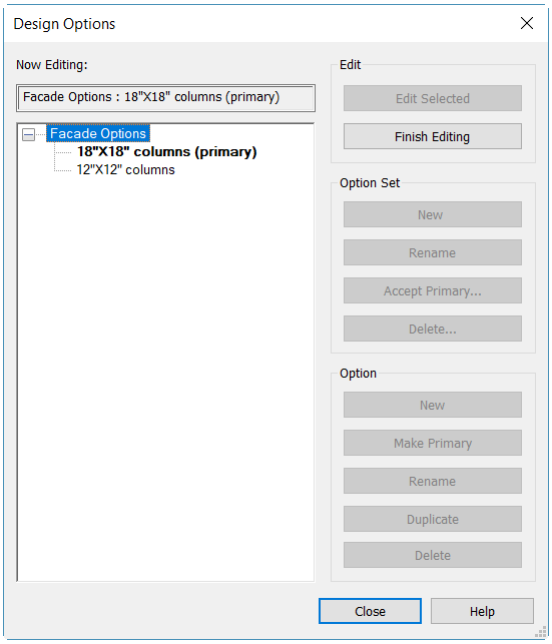

***Figure 16-70** The **Design Option** dialog box*
1. To start adding element to the design option, choose the **Design Options** tool from the **Design Options** panel of the **Manage** tab; the **Design Options** dialog box is displayed; as shown in Figure 16-70. In this dialog box, select the **18" X 18" columns (primary)** (for Metric **450 x 450 mm columns(primary)**) choose the **Edit Selected** button. Next, choose the **Close** button; the **Design Option** dialog box is closed.